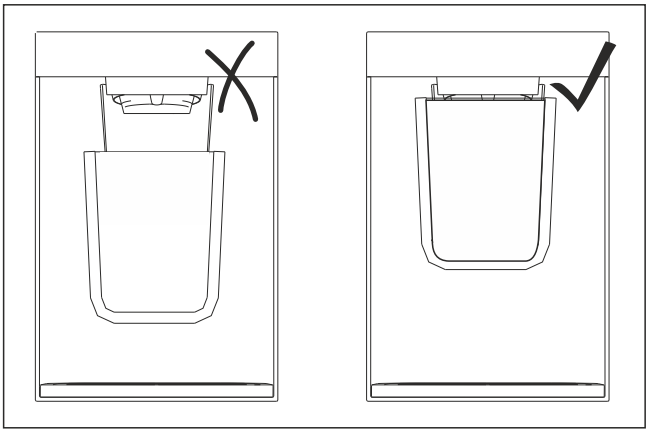

Fig. 103 Reprezentare exemplificatoare
▶ Mențineți recipientul pe cât posibil de aproape de orificiul de evacuare. (vezi Fig. 103)